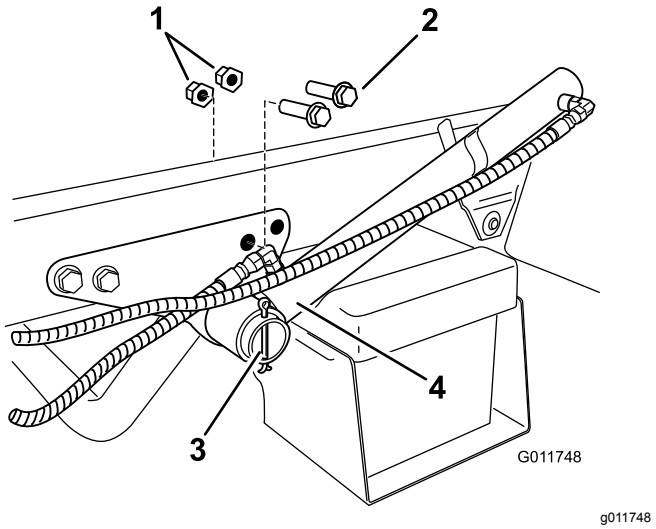

Figuur 7
1. Verwijder de 2 achterste bouten en flensmoeren op de beugel van de hefcilinder (Figuur 7).